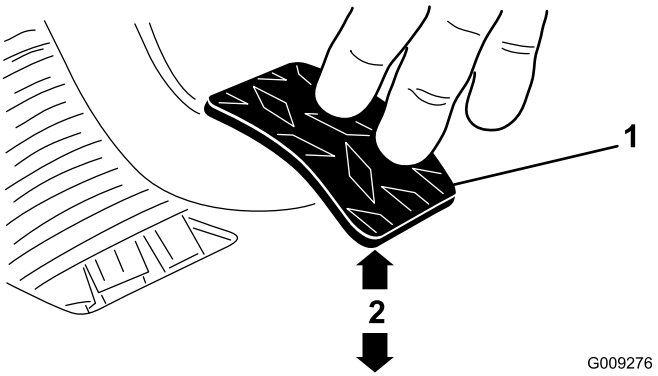

Figur 66
3. Juster kontramøtrikkerne eller kugleleddet, indtil bagsiden af koblingspedalens bagkant er 9,5 ± 0,3 cm fra toppen af gulvpladens diamantmønster, når der trykkes på pedalen med en kraft på 1,8 kg (Figur 66).